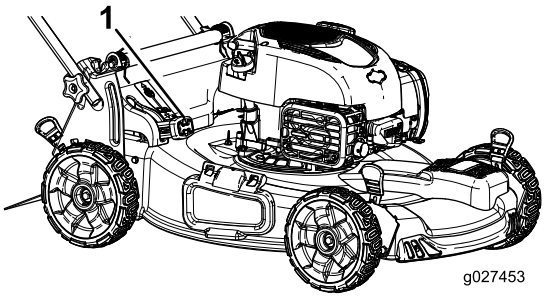

Figura 18
- Para ensacar los recortes de hierba y hojas, presione hacia dentro el botón de la palanca de ensacado a demanda y mueva la palanca hacia delante hasta que salga el botón de la palanca (Figura 18).